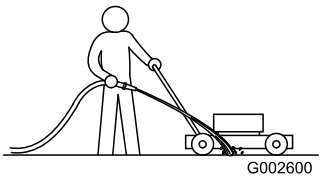

Bild 36
1. Lassen Sie den Motor auf einer flachen, befestigten Oberfläche laufen und sprühen Sie Wasser vor das **rechte** Hinterrad (Bild 36).